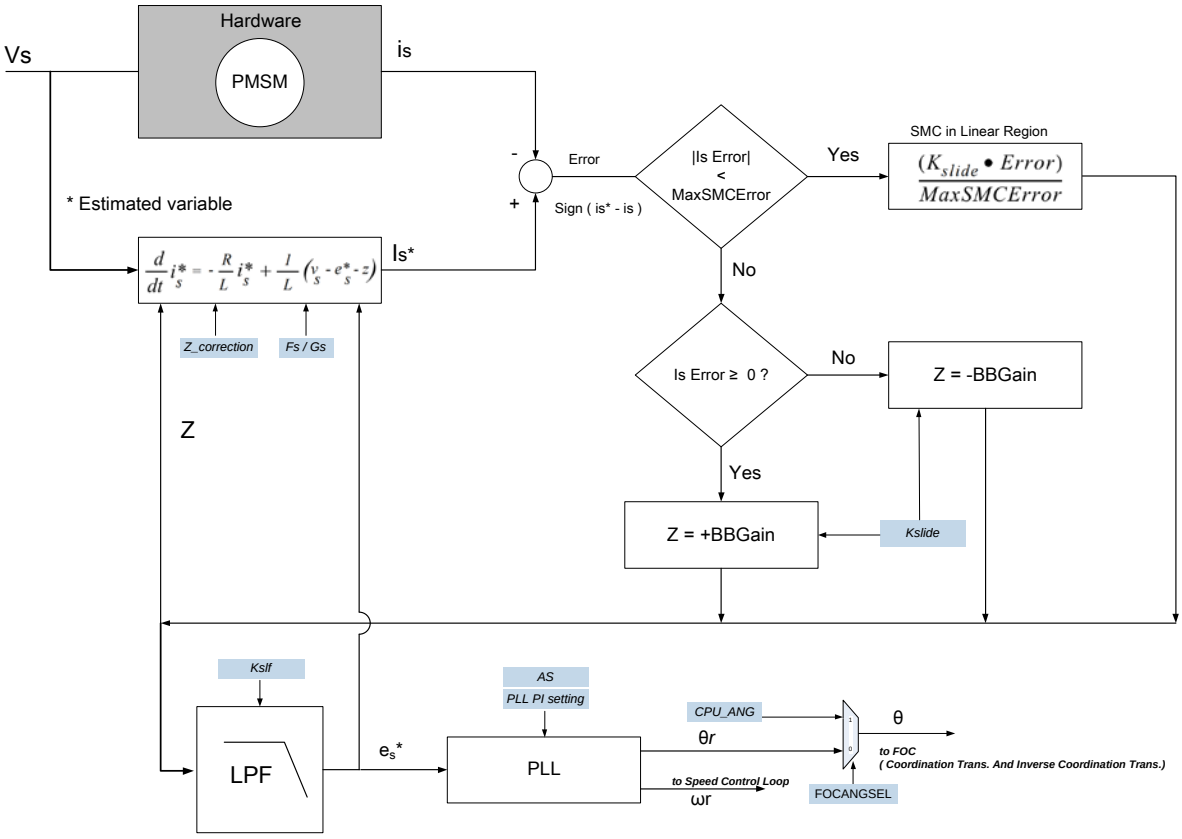

Figure 19.24.1 : SMO Rotor Position Estimation Block Architecture
The digitized model provides a software representation of the hardware. However, in order to match the measured current and estimated current, the digitized motor model needs to be corrected using the closed loop, as shown in Figure 19.24.1.
The sliding-mode controller has a limit value MaxSMCError. When the error value is lesser than the MaxSMCError, the output of sliding-mode controller works in the linear range as given by the equation beneath the PMSM block in Figure 19.24.1. K_{slide} parameter can be setting via K_{slide} SRF (see Table 19.24.1).
After compensating the digitized model, you have a motor model with the same variable values for the input voltage (V_s) and for current (i_s*). Once the digitized model is compensated, the next step is to estimate BEMF (e_s*) by filtering the correction factor (Z), as shown in Figure 19.24.1. The BEMF estimation (e_s*) is fed back to the model to update the variable e_s* after every control cycle. Values e_α and e_β (vector components of e_s) are used for the estimated Theta calculation.
The θ of FOC (see Figure 19.24.1), is designed with a Multiplexer that select signal is FOCANGSEL (MOTOR_CONT1[3], SFR Address = BFH). When FOCANGSEL= 1, FOC_ANG = CPU_ANG (page4 of FOC_D, Table 19.24.3), if FOCANGSEL = 0, FOC_ANG = θr to FOC (see Figure 19.24.1).